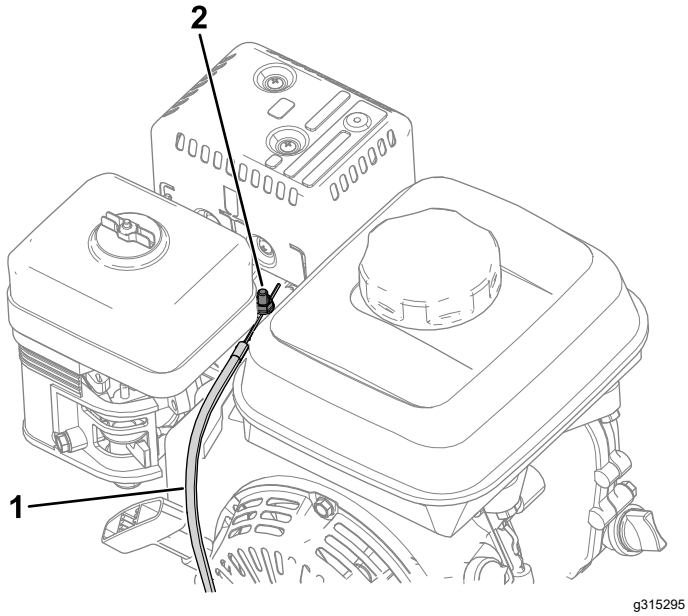

Figur 35
4. Lossa skruven på kabelledningsklämman (Figur 35).